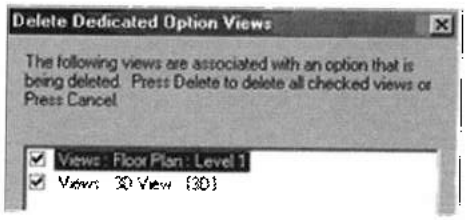

Рис. 27.6. *Удаление видов при удалении назначенного им варианта*
1. В боксе **Design Options** выделить удаляемый вариант и нажать в разделе **Option** кнопку **Delete**. Откроется бокс **Delete Dedicated Option Views** (Удалить назначенный варианту вид) (рис. 27.6). В нем отображаются все виды, которым в боксе **Visibility/Graphic Overrides** (Переопределения видимости/внешнего вида) на вкладке **Design Options** назначена видимость выбранного варианта.